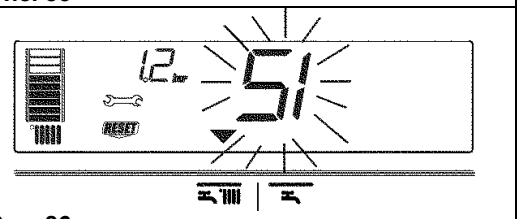

Рис. 86
3) Отображаются символы RESET и (рис. 86)